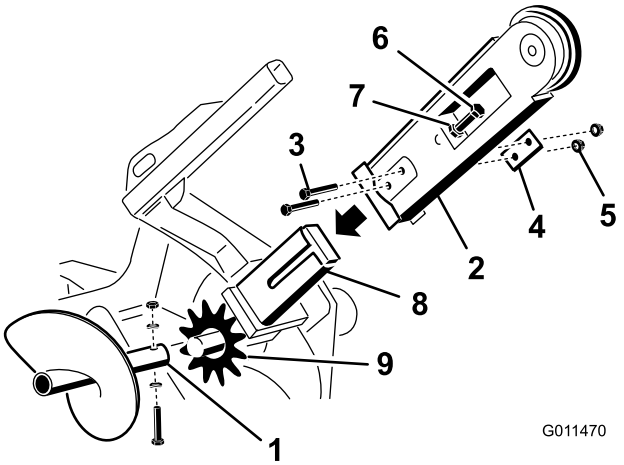

**Figur 4**
2. Lossa skruven, två sadelbrickor och muttern som håller fast matarskruven och ta bort den (Figur 4).
3. Lossa de två skruvarna, muttrarna och de dubbla brickorna från grävarmens sidor (Figur 4).
4. Lossa justeringsskruven och kontramuttern (Figur 4).